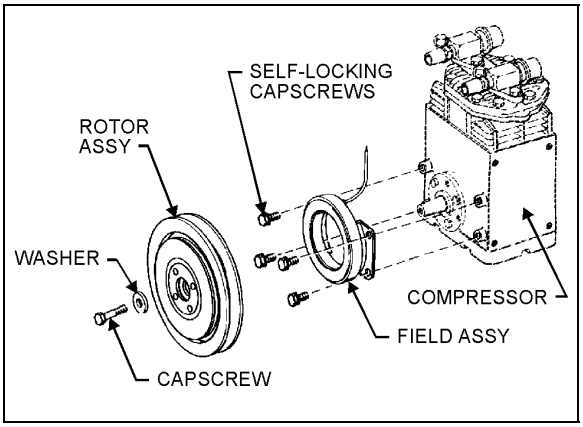

FIGURE 36: PULLEY INSTALLATION 22073
1. Position the field assembly against the compressor bosses, aligning the field mounting holes with the bolt holes in the bosses (Fig. 36). Insert four (4) self-locking cap screws, supplied with the clutch, into the bolt holes of the compressor. Tighten the cap screws to a wrench torque of 7/10 lbf•ft (9,5/13,5 N•m). Take care not to strip the threads in the compressor body.